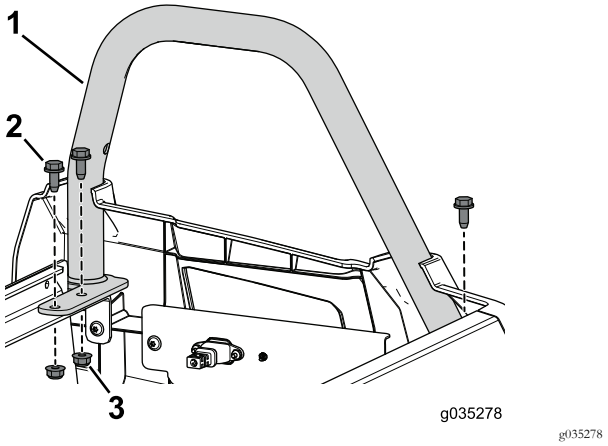

Figur 90
12. Brug de tre flangebolte (3/16 x 3/4 tomme) og flangemøtrikkerne, som du fjernede tidligere, til at fastgøre bageste venstre hoftestøtte til sædesoklen (Figur 90).